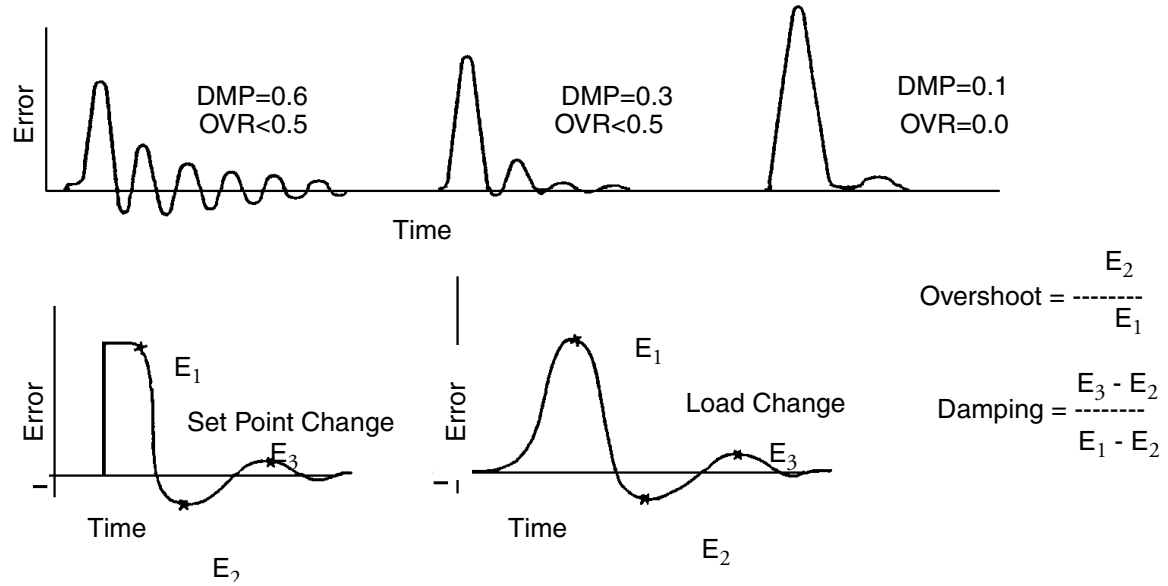

Figure 42. Damping and Overshoot.
4. DMP and OVR (Damping and Overshoot). These parameters are used in combination to create desired response curve. General purpose values are DMP = 0.3 and OVR = 0.5. In illustrations below, upper set shows typical response curves with various combinations of DMP and OVR. Only one of these objectives is satisfied at a time - the one having the larger measured minus target value. Usually, for load disturbances it is damping, and for set point it is overshoot. Lower set shows details for calculating these parameters. See Figure 42